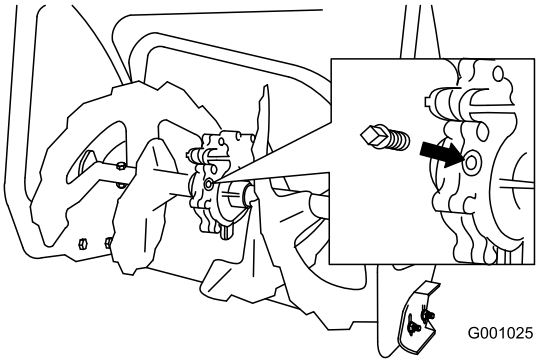

Figur 50
2. Rengør området omkring rørproppen (Figur 50).